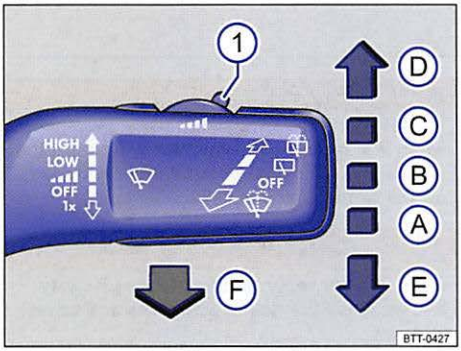

Fig. 76 Operating the front windshield wipers.
- Press the windshield wiper lever down briefly ⇒ fig. 76 Ⓔ when the ignition is off.
Fold the wiper arms back onto the windshield before driving! Switch the ignition on and press the windshield wiper lever down briefly ⇒ fig. 76 Ⓔ. The wiper arms move back to their original position.